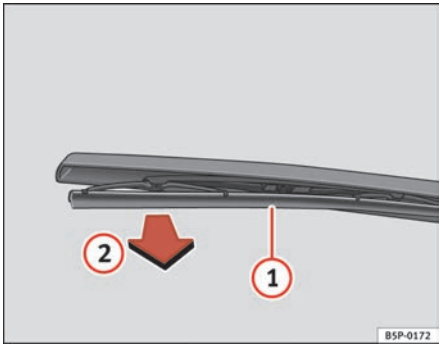

Fig. 149 Changing the rear window wiper blade
– Lift the wiper arm away from the glass ⇒ fig. 149.
– Unclip the wiper blade (1) and pull (2) ⇒ fig. 149.